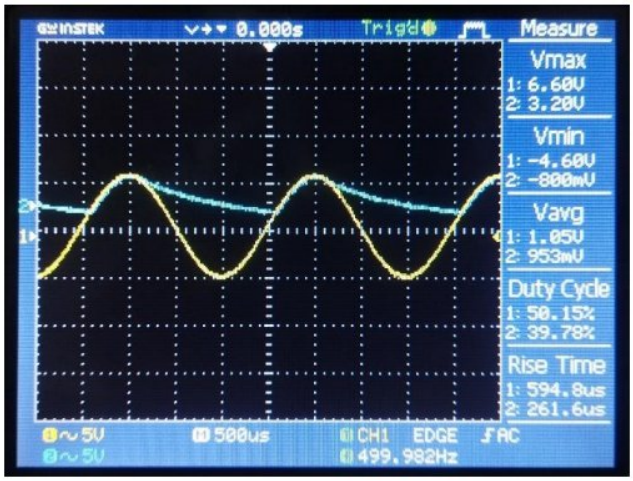

Fig 6.2: Output Wave shape (Frequency 500Hz)
4. For various frequency of AC inputed signal, we will get the waveshapes signal same as fig 6.2, 6.3 ~~& 6.4~~.